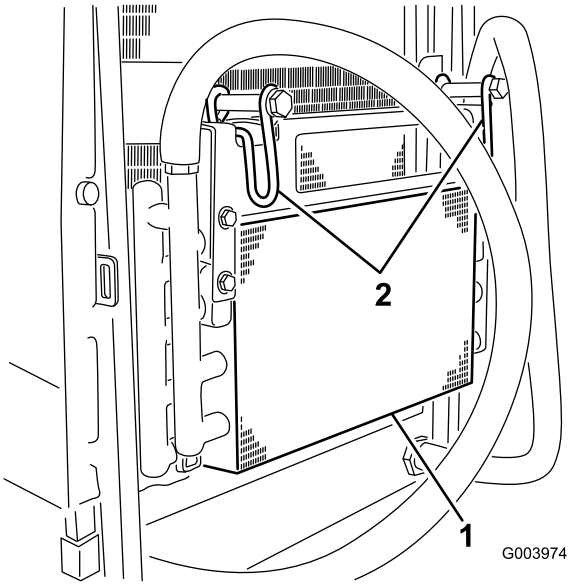

**Figuur 49**
6. Draai de vergrendeling naar binnen om de oliekoeler los te maken (Figuur 49).